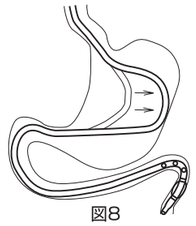

図8
17. 吸引用コネクターからインジェクションコネクターを取り外した後、本品を更に挿入し、胃内でたるませる（**図8**）。